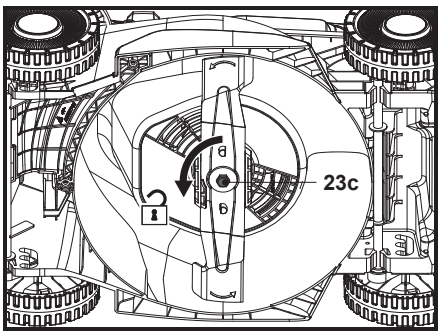

Fig. 17
1. Păstrează partea de dedesubt și cuțitul (23) curate și fără reziduuri. Îndepărtează resturile vegetale din jgheabul de evacuare spate (22).
3. Păstrează cuțitul (23) ascuțit pentru o bună performanță de tăiere. Înlocuiește cuțitul uzat sau deteriorat cu unul nou de același tip sau apelează la un specialist calificat pentru a-l ascuți.
4. Slăbește șurubul de montare (23c) în sens antiorar utilizând o cheie electrică de impact adecvată (dimensiune: 13 mm) (fig. 17) și scoate-l împreună cu șaiba plată (23b) și cuțitul (23).